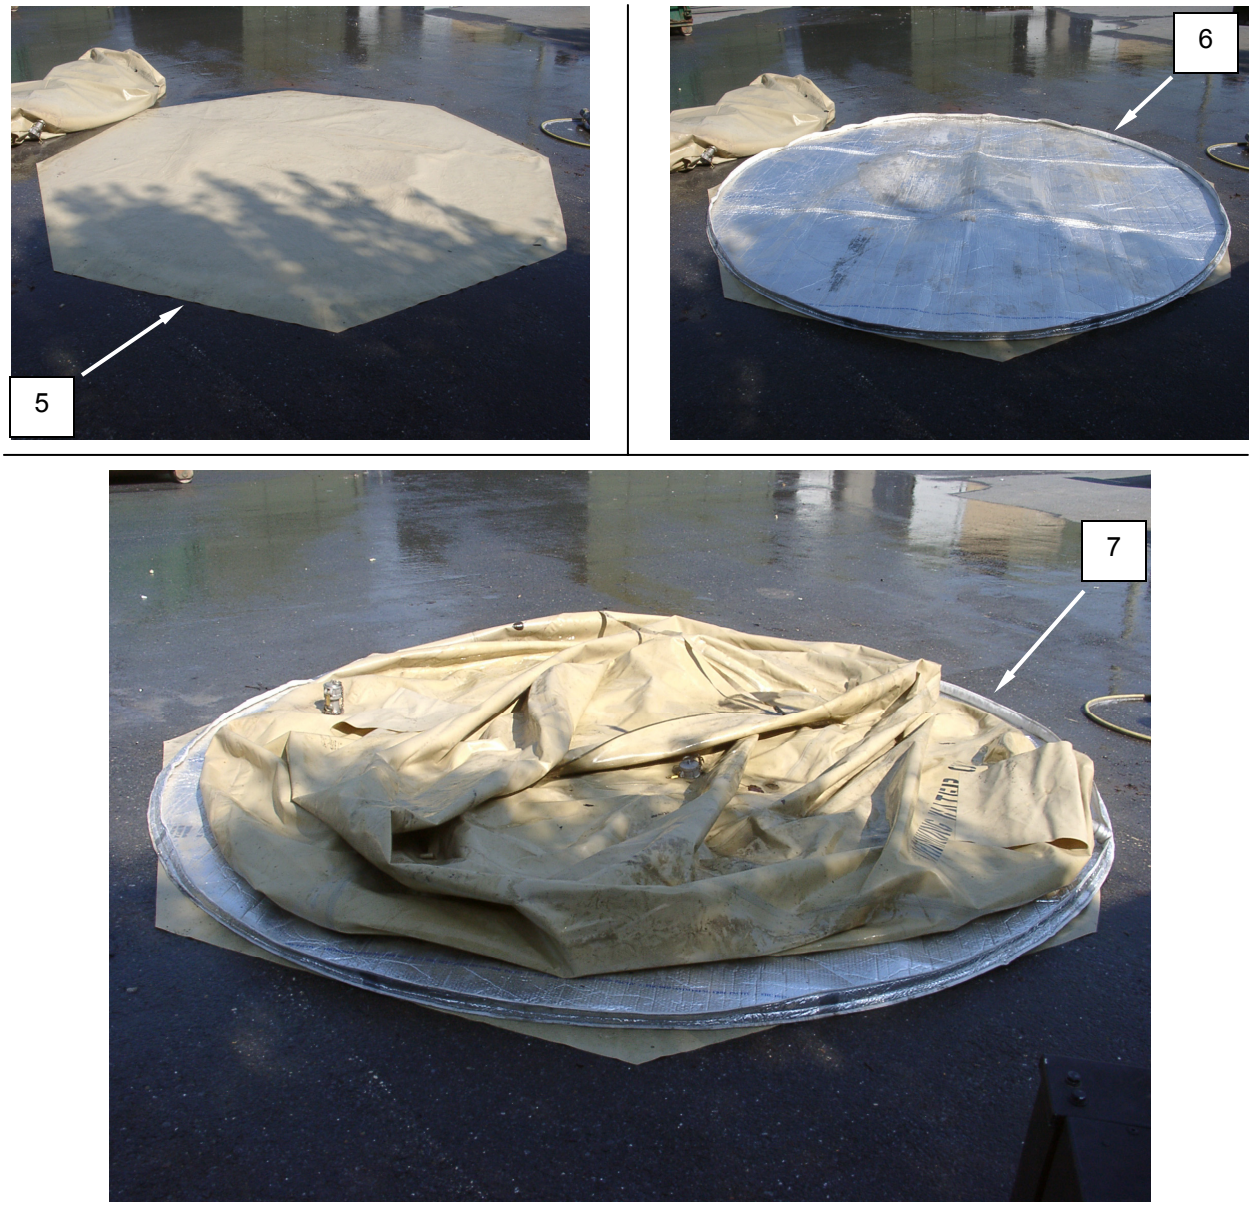

Figure 2. Assemble the Graywater 3000-Gallon Water Tank.
The water tank shown in Figure 2 is fitted with the bottom section of the insulating jacket. This must be fitted before the tank is placed into operation regardless of ambient temperature.
1. Lay out the liner **(Figure 2, Item 5)** and insulated base **(Figure 2, Item 6)** at the intended site of the 3,000-gallon fabric water bag **(Figure 2, Item 7)**.